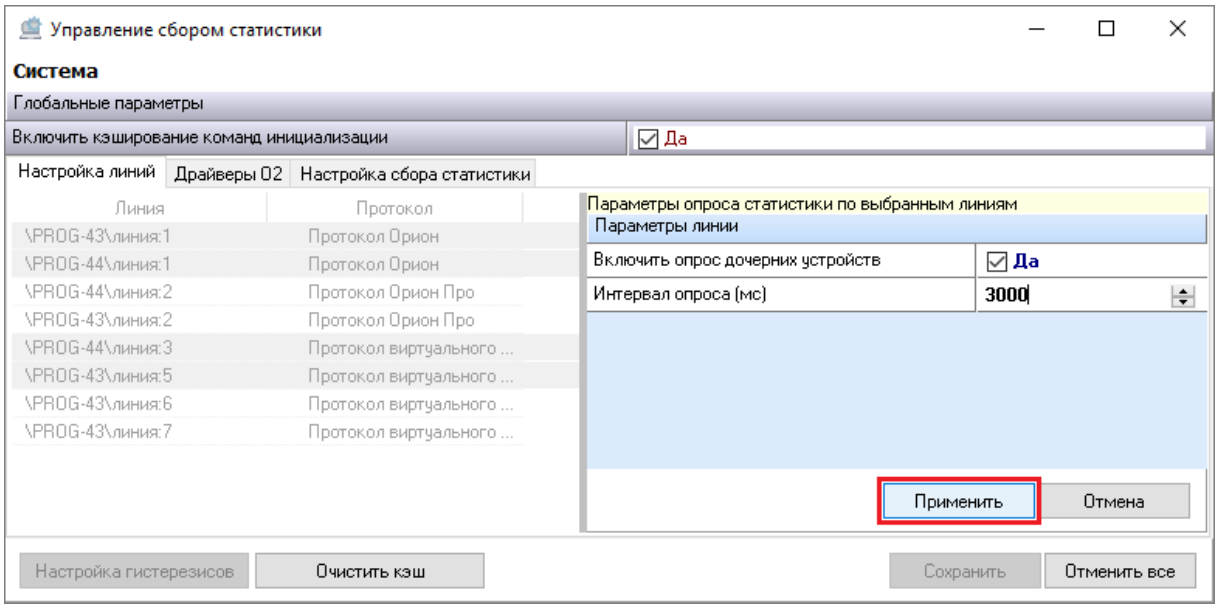

Рисунок 6-215 Применение параметров опроса статистики для выбранных линий
4) нажмите кнопку «Применить» (см. Рисунок 6-215).